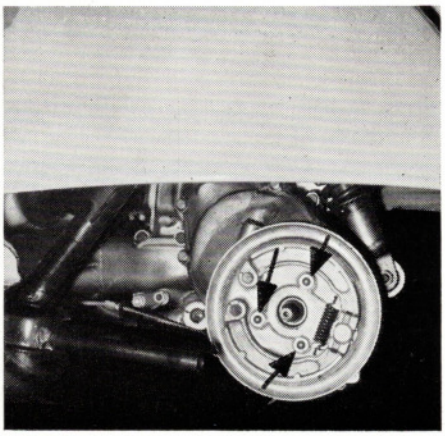

Bild 5: Befestigungsmuttern für Bremsankerplatte.
a) Zum Lösen der Bremsankerplatte 3 Muttern 14 mm SW mit Scheiben und Federringen abnehmen (Bild 5);